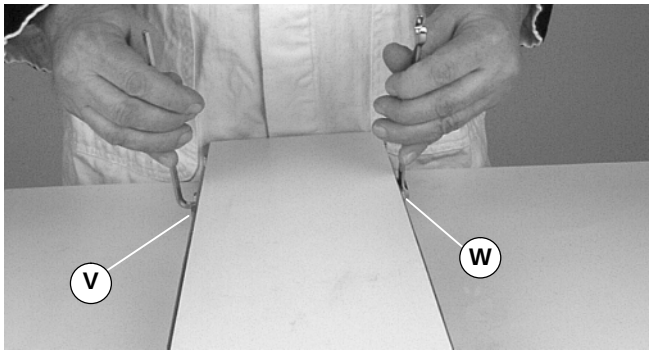

Abbildung 20
5. Unter Beibehaltung der Spannung am Ritzel (V siehe Abbildung 20) die Klemmschraube lockern (W). Das Ritzel (V) im Uhrzeigersinn drehen, um die Gurtspannung zu mindern.
3. Die Klemmschraube lockern (W siehe Abbildung 20).